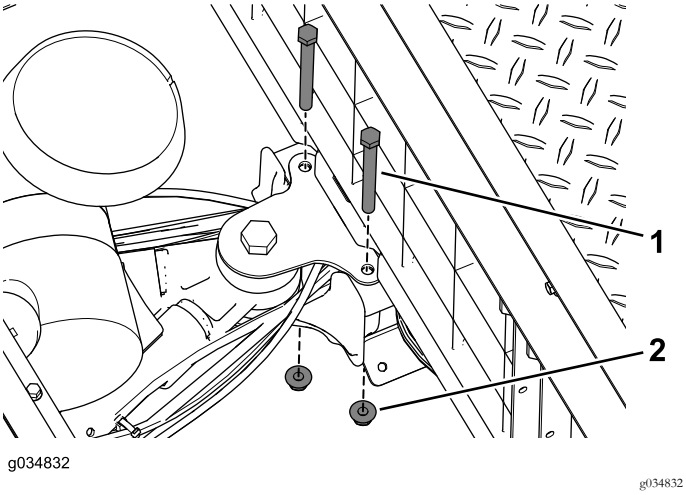

Bild 19
6. Entfernen Sie die Schrauben und Bundmuttern, mit denen die Befestigung des Schwenkarms am mittleren Kanal befestigt ist (Bild 19).